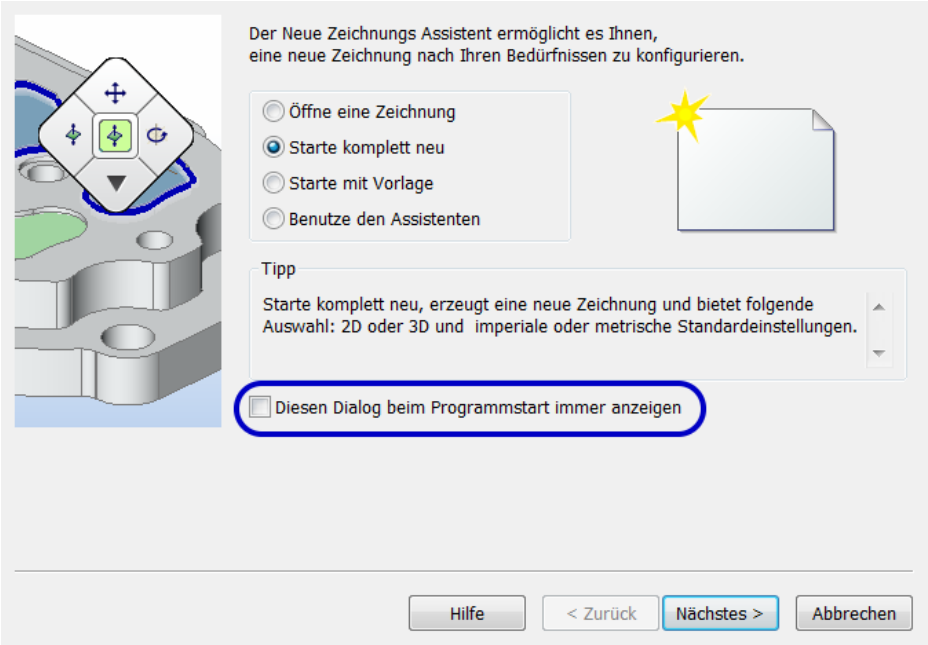

Bild 2.13 – Startup-Dialog deaktivieren
- Wird TRIC mit Bricscad V12 das erste Mal gestartet, erscheint der Bricscad *Startup*-Dialog. Am Besten ist, wenn Sie sofort das Häkchen für *Diesen Dialog beim Programmstart immer anzeigen* deaktivieren und den Dialog dann mit *Abbrechen* schließen (Abb. 2.13).